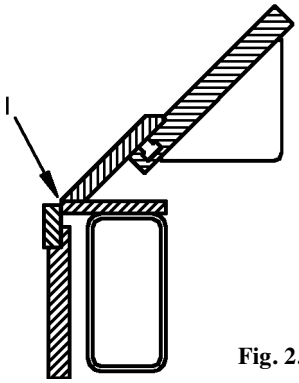

Fig. 2.2 Bending Crack (l)
Before the lock for the upper beam is activated it is necessary to adjust the handles (6) so it is possible to press the pedal home. Finally the handle (8) for the bending beam (2) is adjusted, so the bending crack (see fig. 2.2) correspond with the sheet dimension.